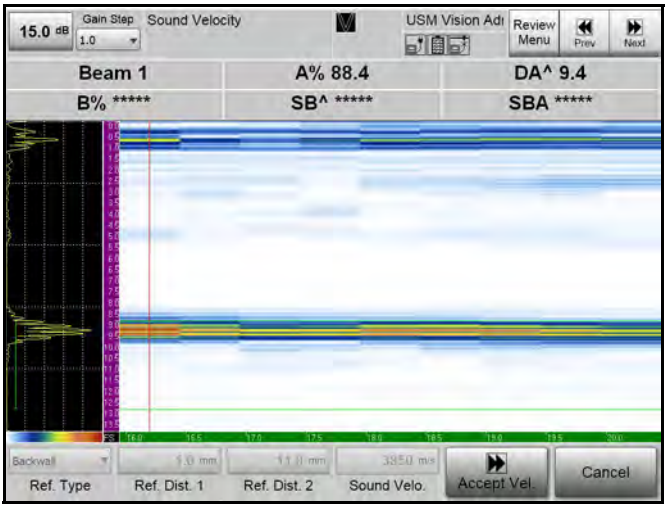

Рис. 30: Расчёт скорости звука
Прибор регистрирует TOF самого высокого эхо-сигнала огибающей кривой в пределах диапазона TOF, задаваемого от начала строба A до конца строба A, когда измеренное значение TOF действительно, и рассчитывает скорость звука по формуле (2) из соответствующего документа M. Бёрке (M. Berke) и показывает её бледным серым цветом как **Sound Velo (Скорость звука)** (см. Рис. 30 на следующей странице).